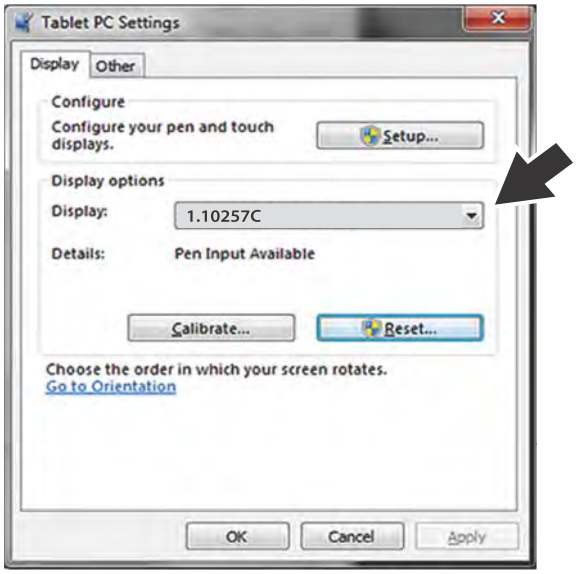

Figure 14-3 *Typical - Tablet PC Settings window*
The Tablet PC Setting window is displayed (Figure 14-3).
2. Select the diagnostic tool display from the dropdown list. The current default diagnostic tool display number “1.10257C” is shown in (Figure 14-3), as an example.